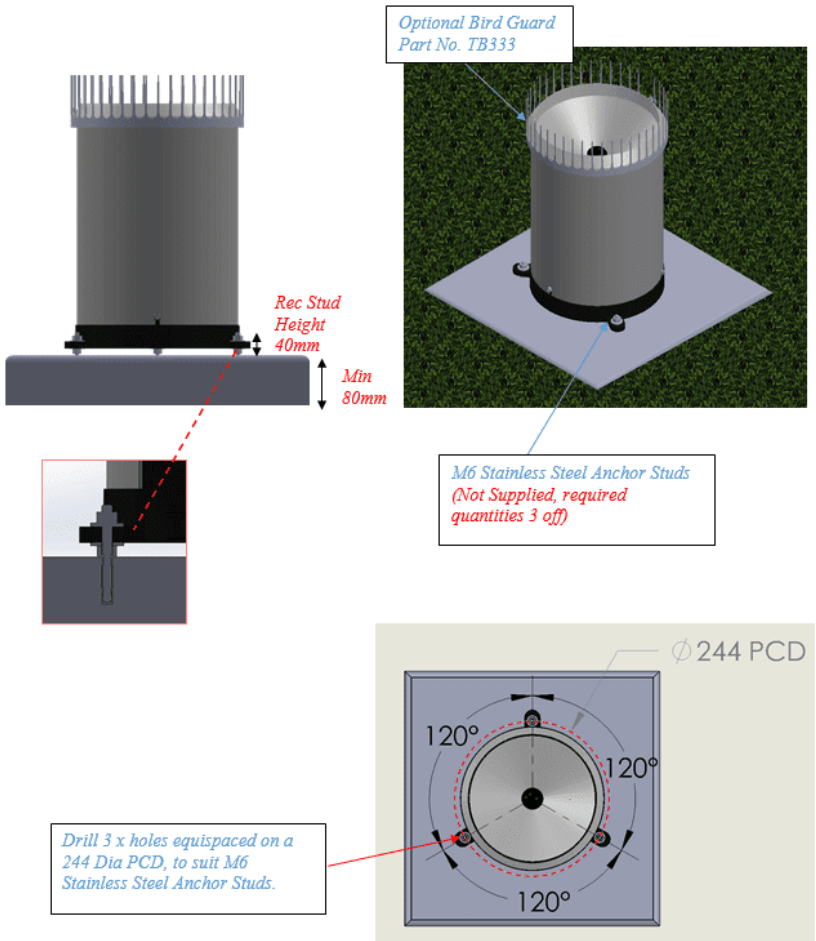

**Figure 2 – Ground Level Installation**
When installing the rain gauge at ground level, use the details found in Figure 2 8.
- Drill three holes as shown in Figure 2 8 and secure the mounting anchors.
- Screw three levelling nuts and flat washers onto the mounting anchors as shown in Figure 2 8.